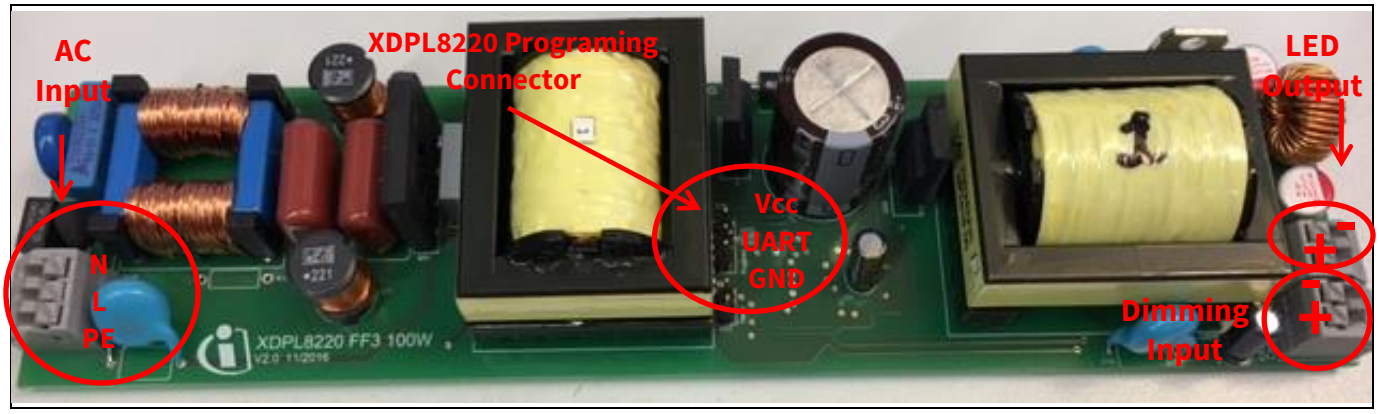

Figure 1 XDPL8220 100 W reference design with isolated dimming interface and configuration connector
*Note: The 100 W reference design is ready for evaluation without the need for any pre-programming by the user, as the XDPL8220 chip on the PCB has already been burned with the default full set of working parameters. Please connect the AC input, LED output and dimming input as shown in **Figure 1**, for the test set-up.*